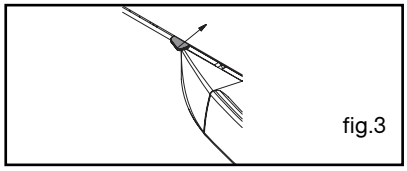

fig.3
- Tryck på bygeln under listen och öppna luckan (fig.3).